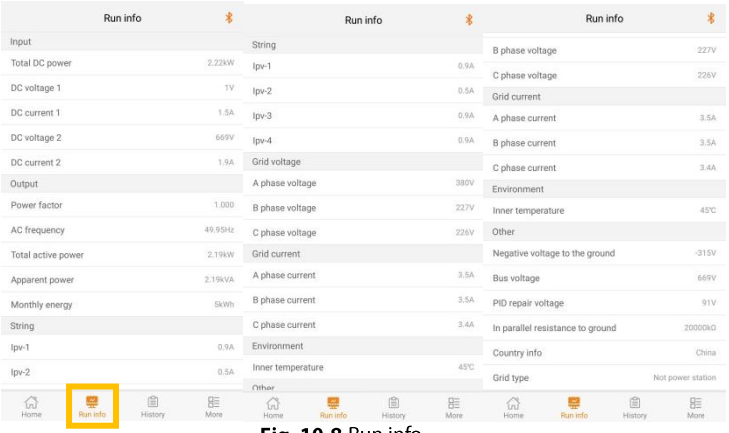

Fig. 10-8 Run info
Step 2 The run info includes the input, output, string, grid voltage, grid current, environment, and other info as shown in Fig. 10-8. You can swipe up and down to check the corresponding info.